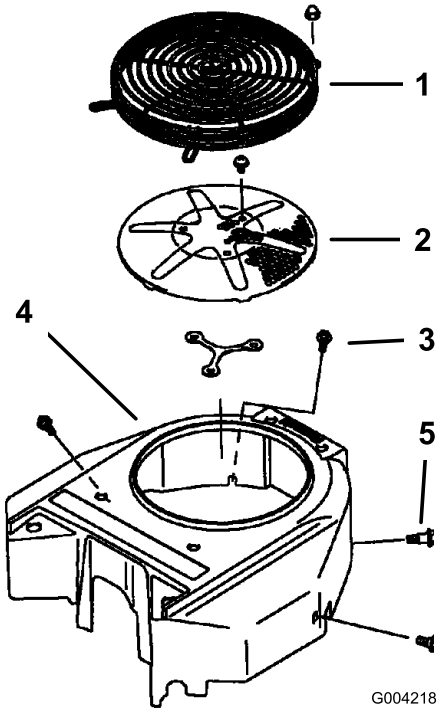

Figur 62
3. Ta bort luftintagsgallret och fläkthuset (Figur 62).
5. Montera luftintagsgallret, startsnöret och fläkthuset (Figur 62).